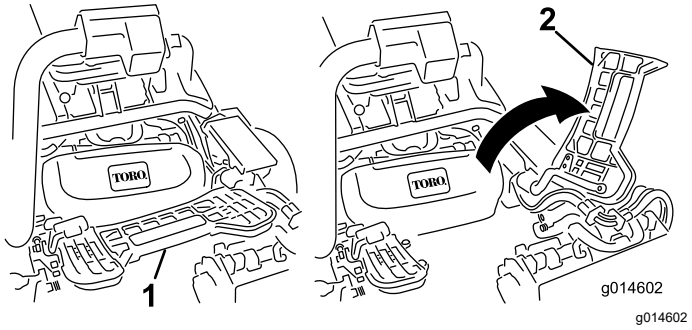

Rysunek 46
1. Unieś podnóżek i odchyl go do pozycji otwartej w celu uzyskania dostępu do centralnej jednostki tnącej (Rysunek 46).